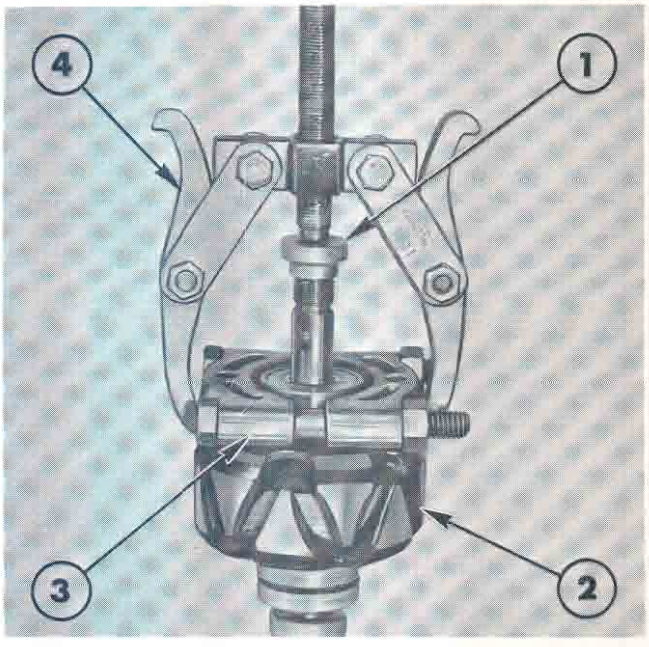

Figure 46
2. Using the tools shown in Figure 46, pull the front bearing from the rotor shaft. If the bearing is to be re-used, the pulling attachment must contact the inner race only.